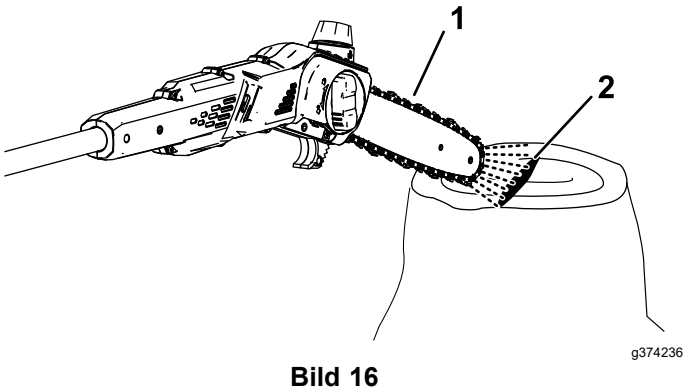

**Bild 16**
2. Um sicherzustellen, dass Öl zur Sägekette fließt, richten Sie die Nase des Hochentasters einige Zentimeter von einer Oberfläche (z. B. Papier, Pappe, ein Stumpf) weg und lassen Sie den Hochentaster laufen. Sie sollten eine leichte Ölsprühspur auf der Oberfläche sehen können (Bild 16).